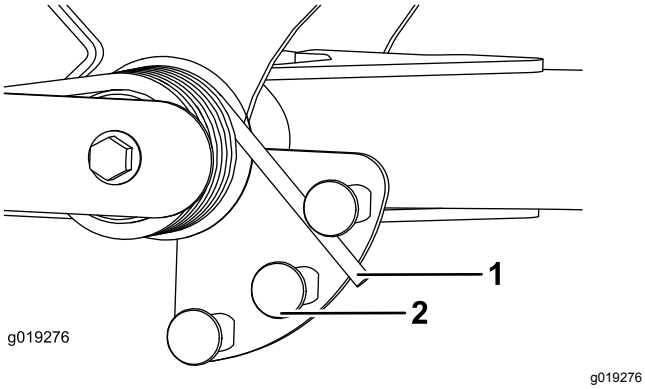

Figur 37
2. Sett inn et rør eller lignende objekt på den lange fjærenden og sving det rundt fjæraktuatoren til ønsket stilling (Figur 37).